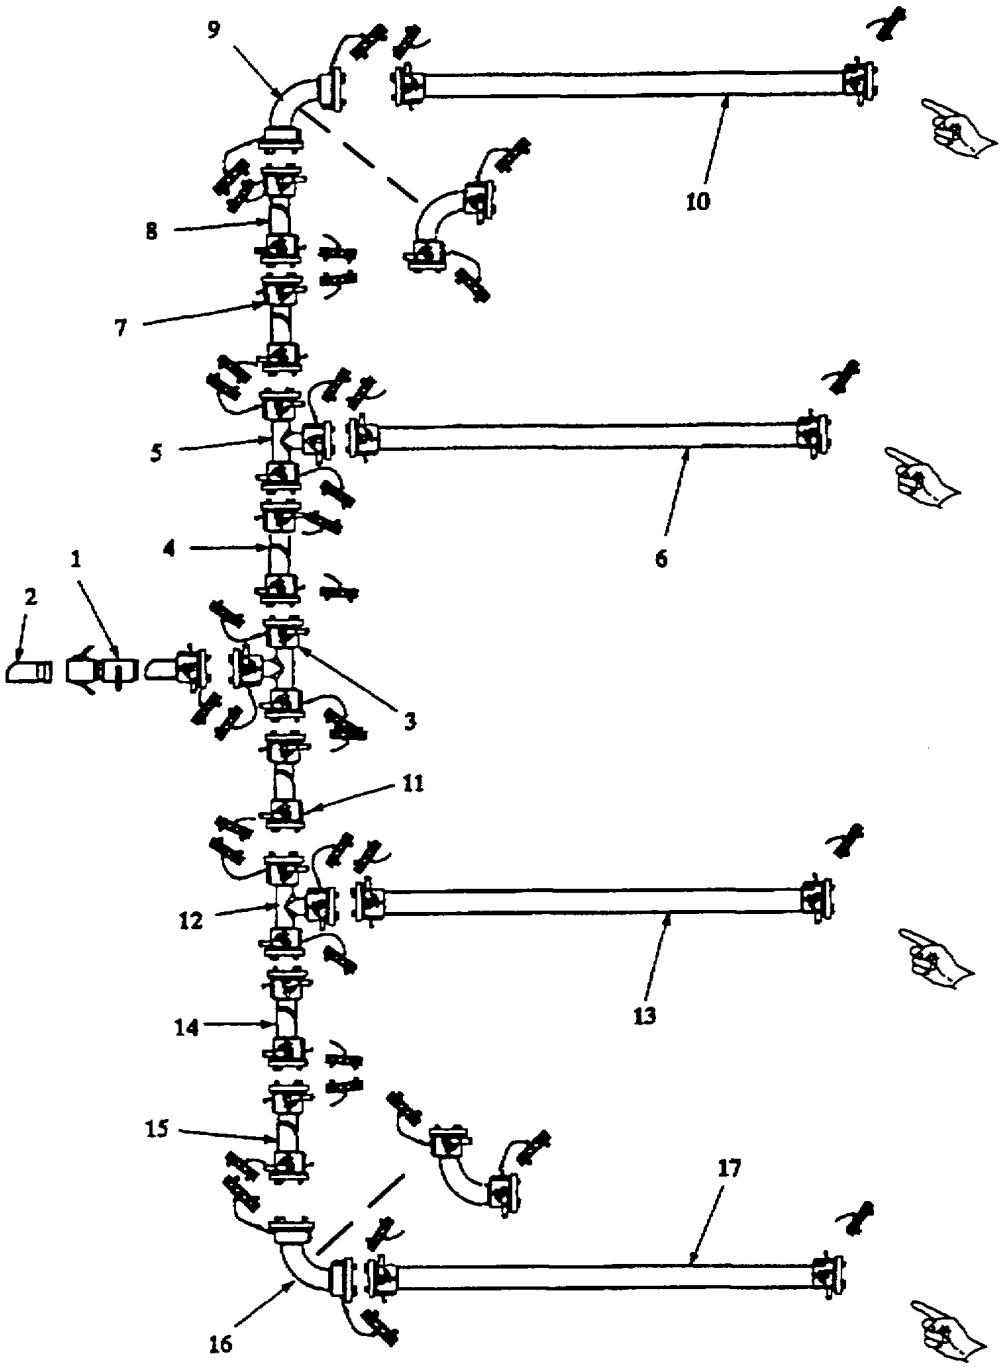

Figure 2-10. Fuel Hose Assembly.
g. Fuel Hose Assembly. Refer to figure 2-10.